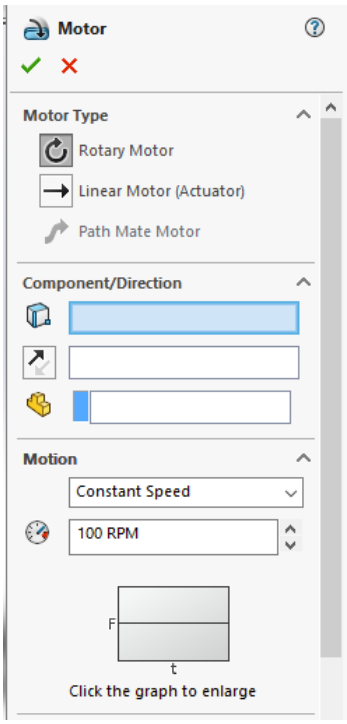

Figure 20-21 *Partial view of the* ***Motor PropertyManager***
1. Choose the **Motor** button from the **MotionManager** toolbar; the **Motor PropertyManager** is displayed, as shown in Figure 20-21.